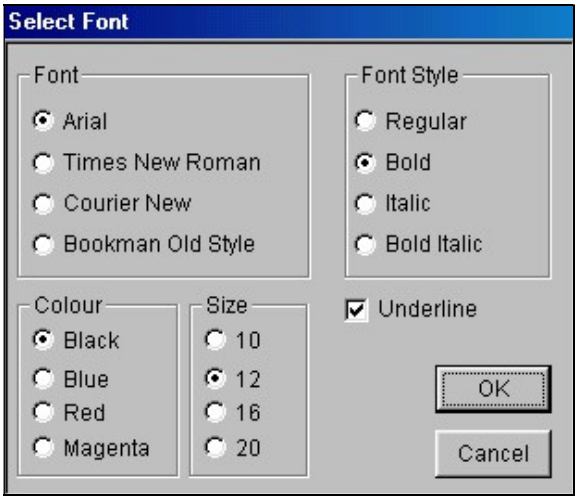

Fig 3.10: Select font.
- To set the font, click the '**Font**' button. A dialog box as shown in fig 3.10 will appear where you can configure